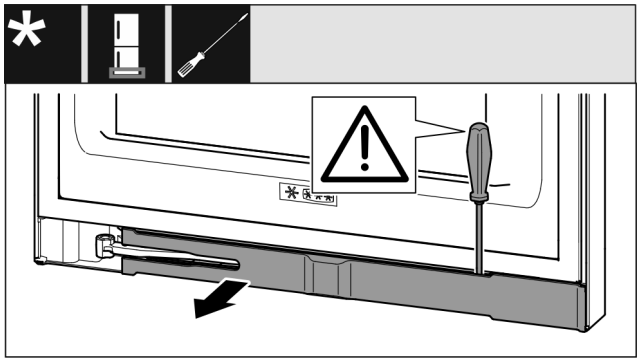

Fig. 13
▶ Atbrīvojiet aizsegu ar plakano skrūvgriezi un pagrieziet uz sāniem. (skat. Fig. 13)